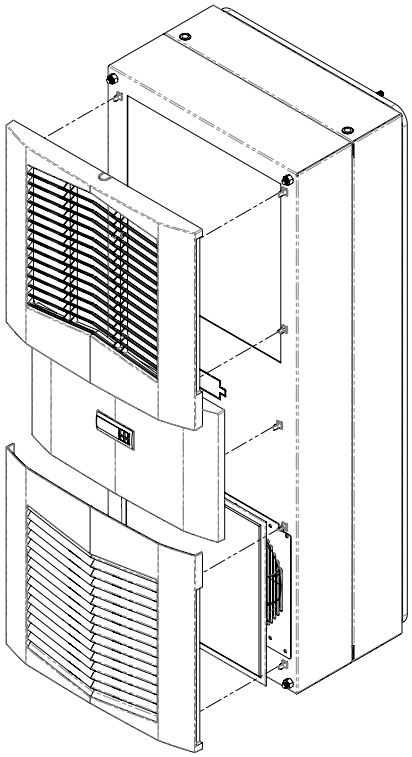

Figure 3
1. Entfernen Sie vorsichtig die Frontabdeckung und ggf. die Blechplatte des Geräts, indem Sie es nach vorne ziehen (siehe Abbildung 3 auf Seite 8).